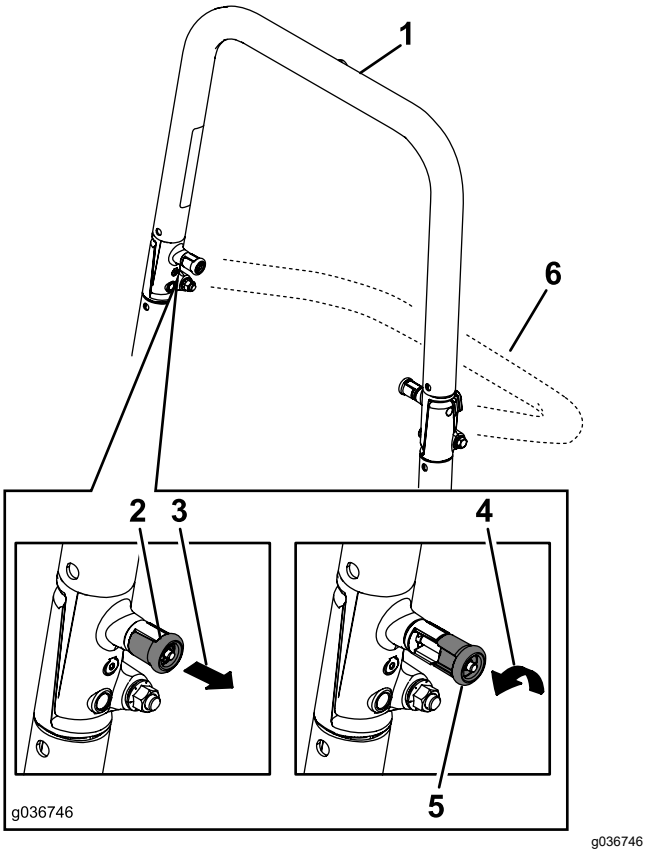
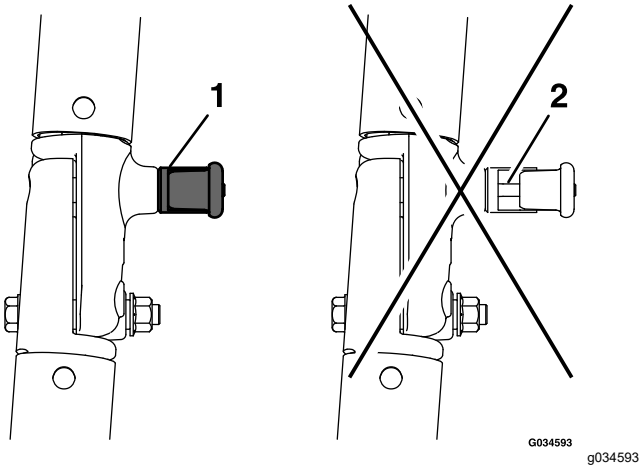

**Figuur 54**
**Figuur 55**
**Opmerking:** De bovenste lus van de rolbeugel moet mogelijk naar voren worden geduwd of naar achteren worden getrokken om ervoor te zorgen dat beide knoppen in de juiste stand klikken (Figuur 54 en Figuur 55).